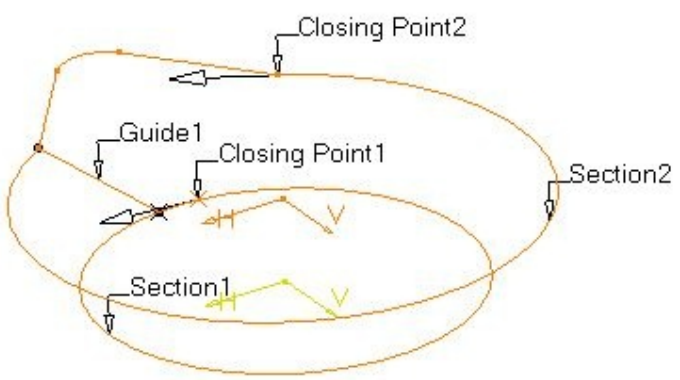

Figure 10-59 *The sketch showing the position of the closing points*
c. Create multi-sections surface, refer to Figures 10-59 and 10-60.
2. Select the sketch that was drawn first as Section 1, refer to Figure 10-59. The name of the selected sketch is displayed in the display box of the **Multi-Sections Surface Definition** dialog box. By default, a closing point is created. Move the cursor on the text in the **Closing Point** column of the dialog box and right-click; a contextual menu is invoked.
3. Choose the **Replace Closing Point** option from the contextual menu and select a point on Section 1 in the geometry area, refer to Figure 10-59.
5. Select the second sketch (second section) from the geometry area and replace the default closing point with the required closing point, refer to Figure 10-59.
7. Select the line created to specify the guide curve for creating a multi-sections surface, as shown in Figure 10-59.